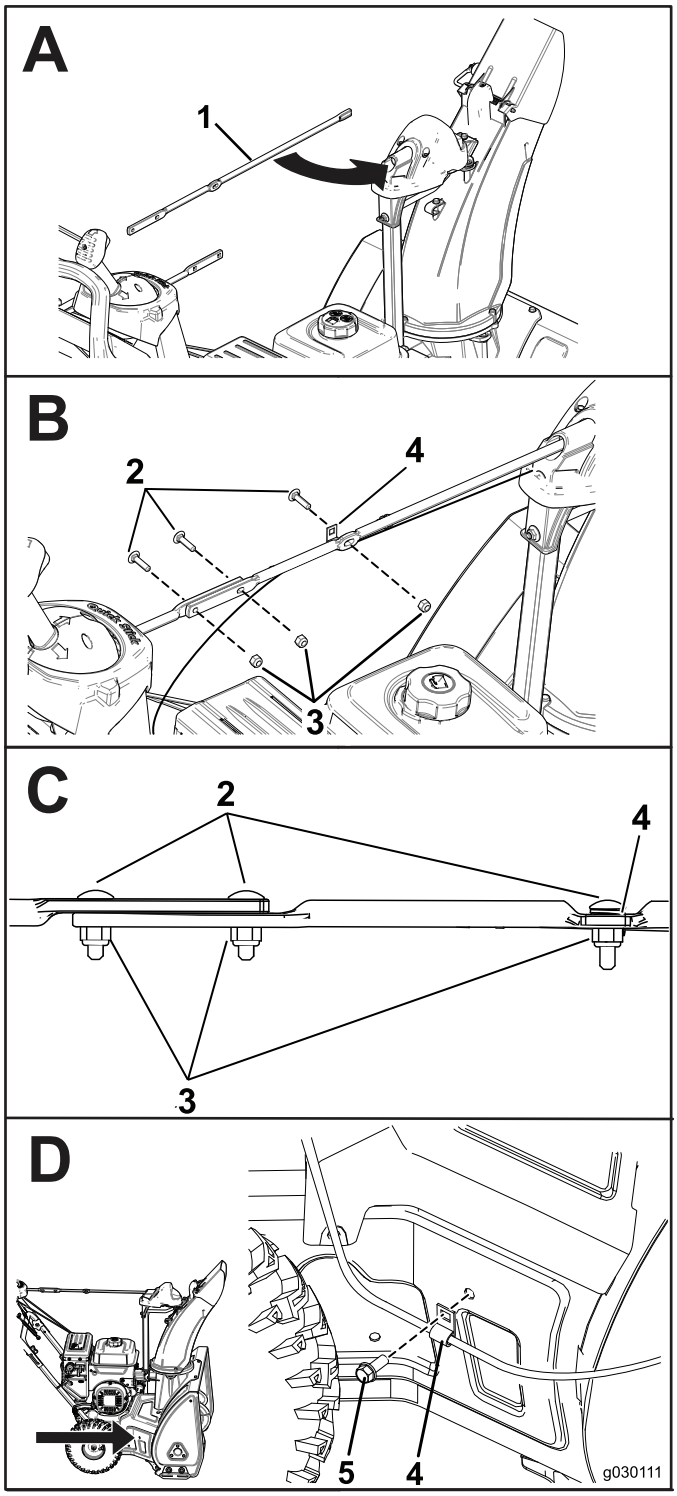

Рисунок 6
2. Установите стержень желоба и закрепите тросики (Рисунок 6).